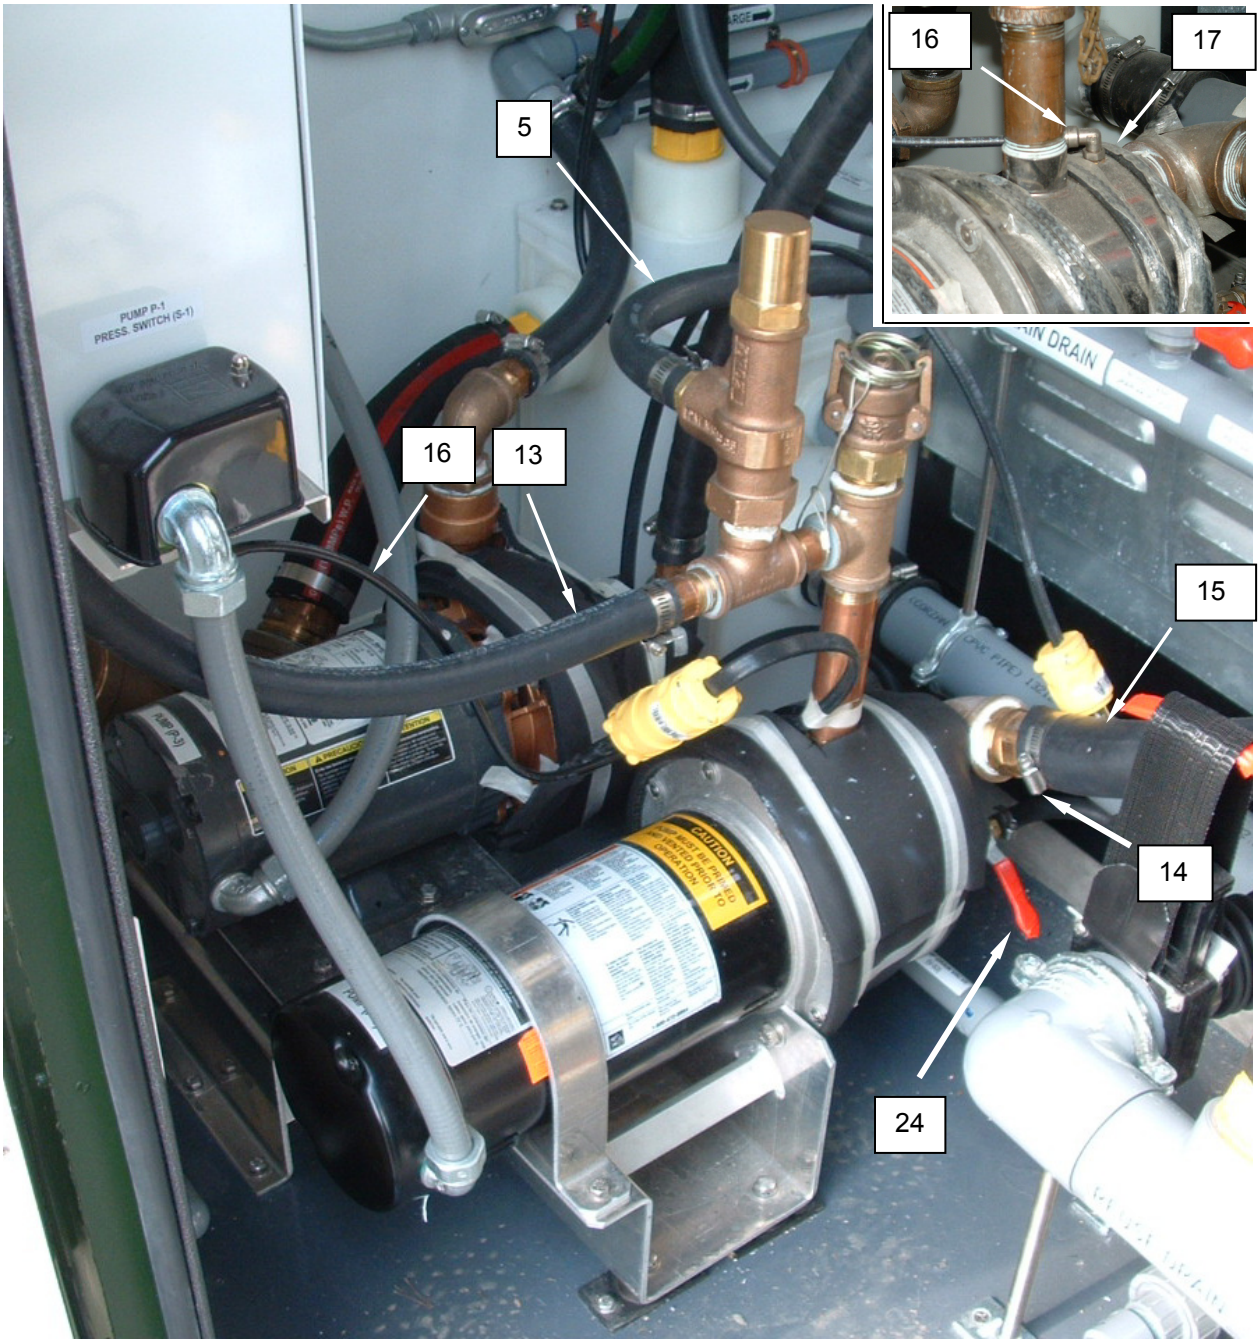

Figure 11. Replace the Pump Impellor.
15. Install the pressure switch tubing **(Figure 11, Item 16)** onto the pump casing **(Figure 11, Item 17)** and retain with compression nut.
16. Install the drain hose **(Figure 11, Item 14)** onto the pump casing **(Figure 11, Item 17)** and retain with hose clamp.
17. Install the pump suction hose **(Figure 11, Item 15)** onto the hose barb and retain with hose clamp.
18. Install the pressure relief valve hose **(Figure 11, Item 5)** and retain with hose clamp.
19. Install the discharge hose **(Figure 11, Item 13)** and retain with hose clamp.
21. Close pump drain valve **(Figure 11, Item 24)**. Operate IAW procedures given in TM 10-3510-226-10 and monitor for normal operation.